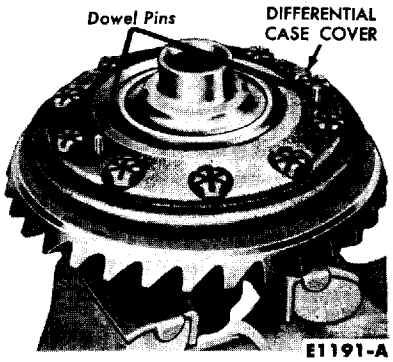

FIG. 22—Differential Cover Installation
11. Place the differential case cover on the case (Fig. 22). Start the drive gear bolts.